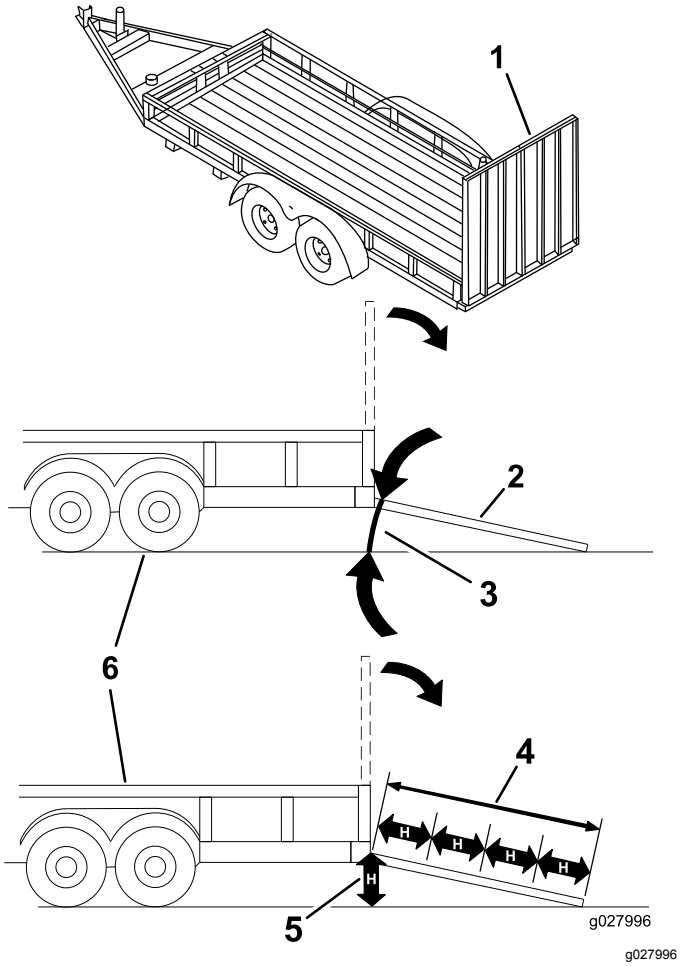

**Figuur 44**
**Als een machine wordt geladen op een aanhanger of een vrachtwagen, wordt de kans vergroot dat de machine kantelt. Dit kan ernstig lichamelijk letsel of de dood veroorzaken (Figuur 44).**
3. Laat de oprijplaat zakken; zorg dat de hellingshoek van de oprijplaat ten opzichte van de grond niet groter is dan 15 graden (Figuur 44).
1. Laat de oprijplaat zakken; zorg dat de hellingshoek van de oprijplaat ten opzichte van de grond niet groter is dan 15 graden (Figuur 44).